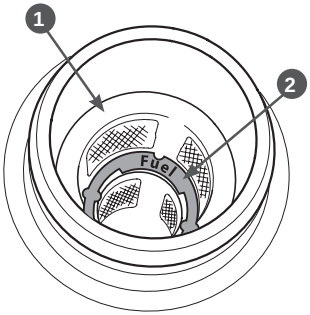

Рис. 12. Указатель максимального уровня топлива в топливном баке
Не заполняйте топливный бак полностью. Заполняйте топливный бак не выше указателя максимального уровня («Fuel»), расположенного в сетчатом фильтре в горловине топливного бака (Рис. 12).
3. Залейте бензин в топливный бак при помощи специальной емкости или воронки до уровня, показанного на Рис. 12.